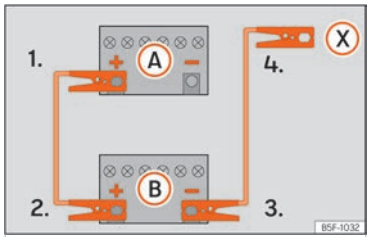

Fig. 154 Esquema de conexión para vehículos sin sistema Start Stop.
2. Emborne un extremo del cable *rojo* de emergencia al polo positivo (+) del vehículo con la batería descargada (A).
3. Emborne el otro extremo del cable *rojo* de emergencia al polo positivo (+) del vehículo que suministra la corriente (B).
4. *Vehículos sin sistema Start-Stop:* emborne un extremo del cable negro de emergencia al polo negativo (–) del vehículo que suministra la corriente (B) ››› fig. 154.